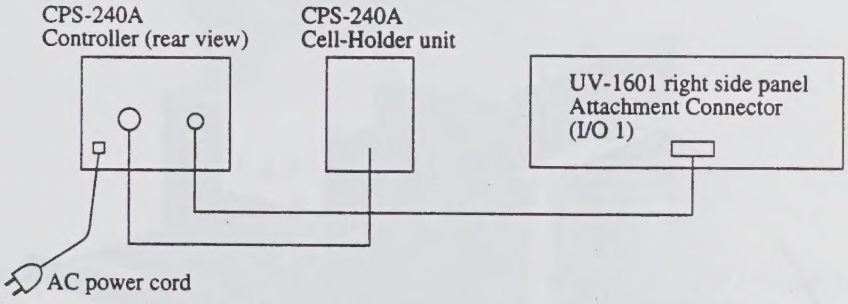

Fig.5.3.3 Connecting the CPS-240 cable
(5) Press down on the CPS-240 from the top so that the sample compartment positioning pin on the front-bottom of the CPS-240 inserts into the sample compartment positioning hole on the unit.
(6) Tighten the knurled screws (2) beneath the front of the sample compartment.
(7) Connect the CPS-240 with the spectrophotometer according to the Fig.5.3.3